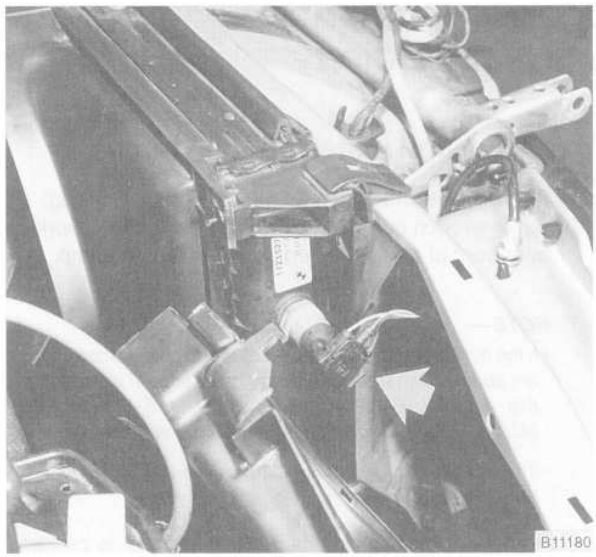

Fig. 18. Auxiliary radiator cooling fan temperature switch (**arrow**).
5. Disconnect harness connector from auxiliary fan temperature switch. See Fig. 18.